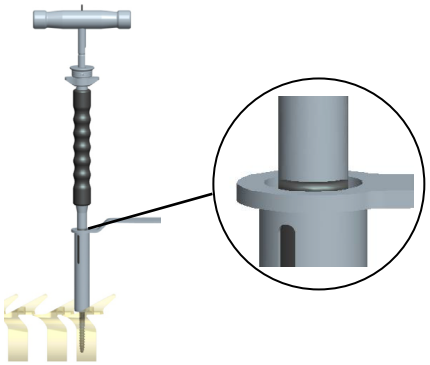

图 7a
- 当椎弓根钉的上端与护套的上端平齐时，说明椎弓根钉差不多已经打到位（图7a）。